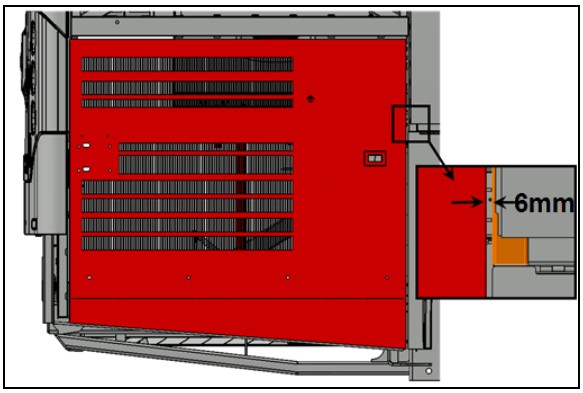

**FIGURE 57**
5. Check the gap between the door and the adjacent panel at the level of the upper attachment point of the arm on the door. The gap should be ¼" (6 mm) (FIGURE 57).